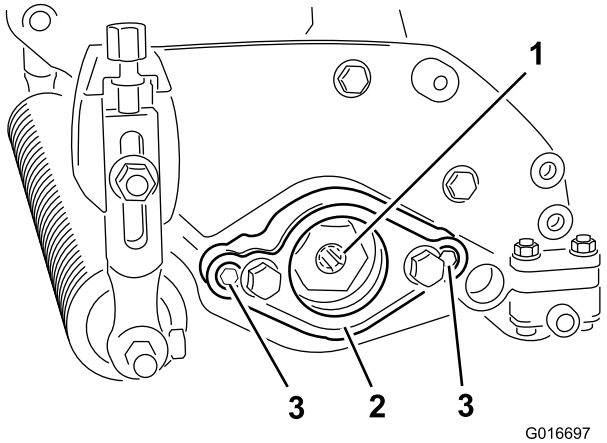

Bild 4
4. Nehmen Sie die Motorbefestigung ab (Bild 4).
5. Schmieren Sie die Antriebskupplung innen mit Fett ein (Bild 4).